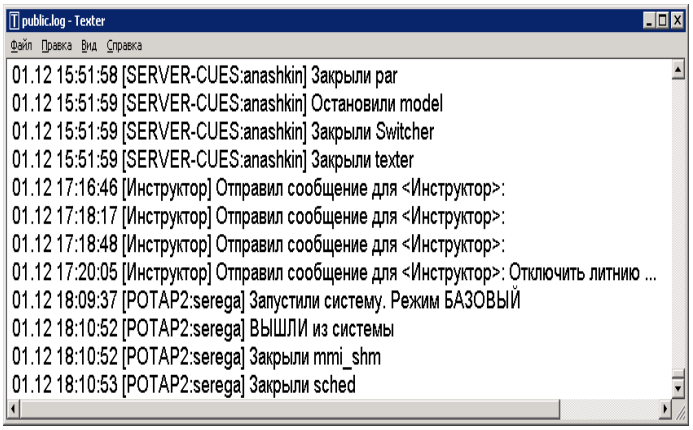

Рис. 30. Журнал тренировки.
***Журнал*** – отображение журнала тренировки. Журнал содержится в файле public.log. В журнал записываются действия всех участников тренировки с указанием имени инициатора операции и времени ее выполнения. Журнал открывается в программе texter.exe (рис. 30). Для слежения за системой, можно открыть журнал (см. рис.30) и следить за новыми добавленными командами.